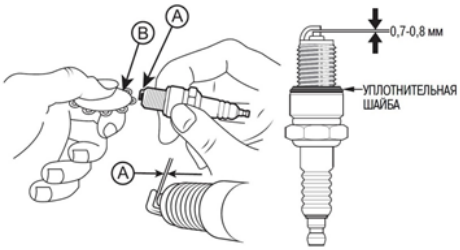

Рис. 22 Зазор между электродами свечи зажигания
4. Измерьте зазор А между электродами свечи зажигания специальным щупом В (Рис. 22). Зазор должен быть 0,7-0,8 мм (Рис. 22). При увеличении или уменьшении требуемого зазора, рекомендуется заменить свечу, так как регулировка зазора может привести к изменению качества искрообразования.